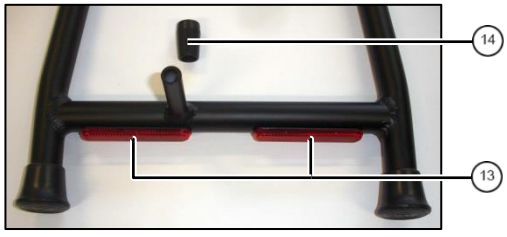

fig. 3: Cat's eyes
5. Apply cat's eyes ⑬ with „Top"-marking facing to outside (fig. 3). Apply kickstand limiter ⑭.